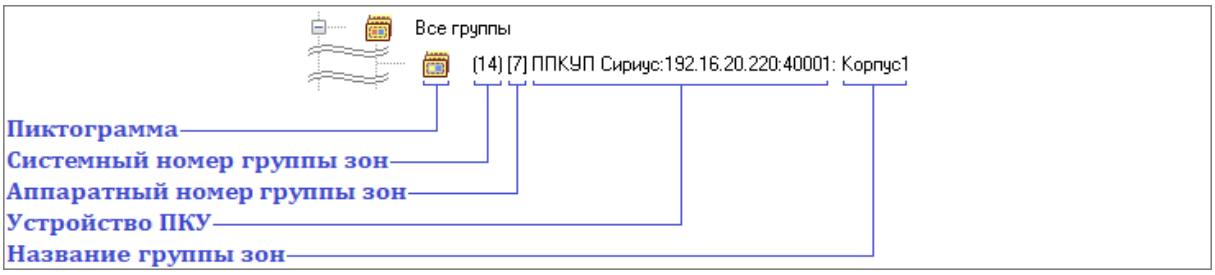

Рисунок 6-256 Отображение объекта "Аппаратная группа зон" в дереве зон как принадлежащего узлу "Все группы"
- узлу «Все группы» (см. Рисунок 6-256),